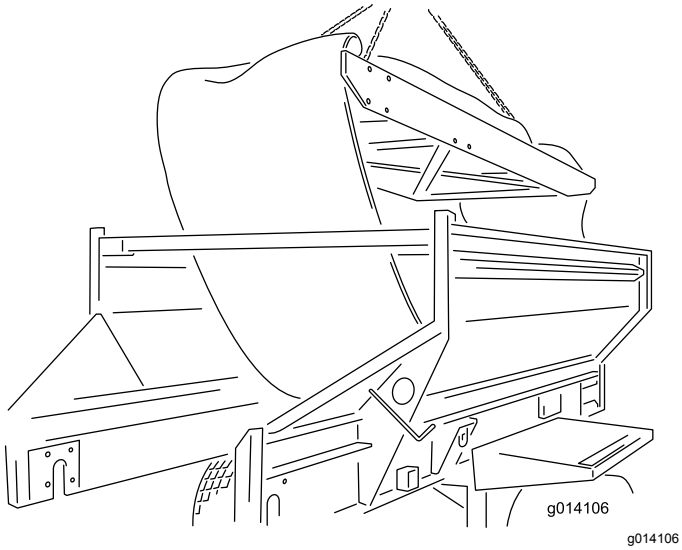

Figur 61
24. Avlägsna patronen genom att lyfta ut den från maskinens ovansida. Placera den på marken (Figur 61)